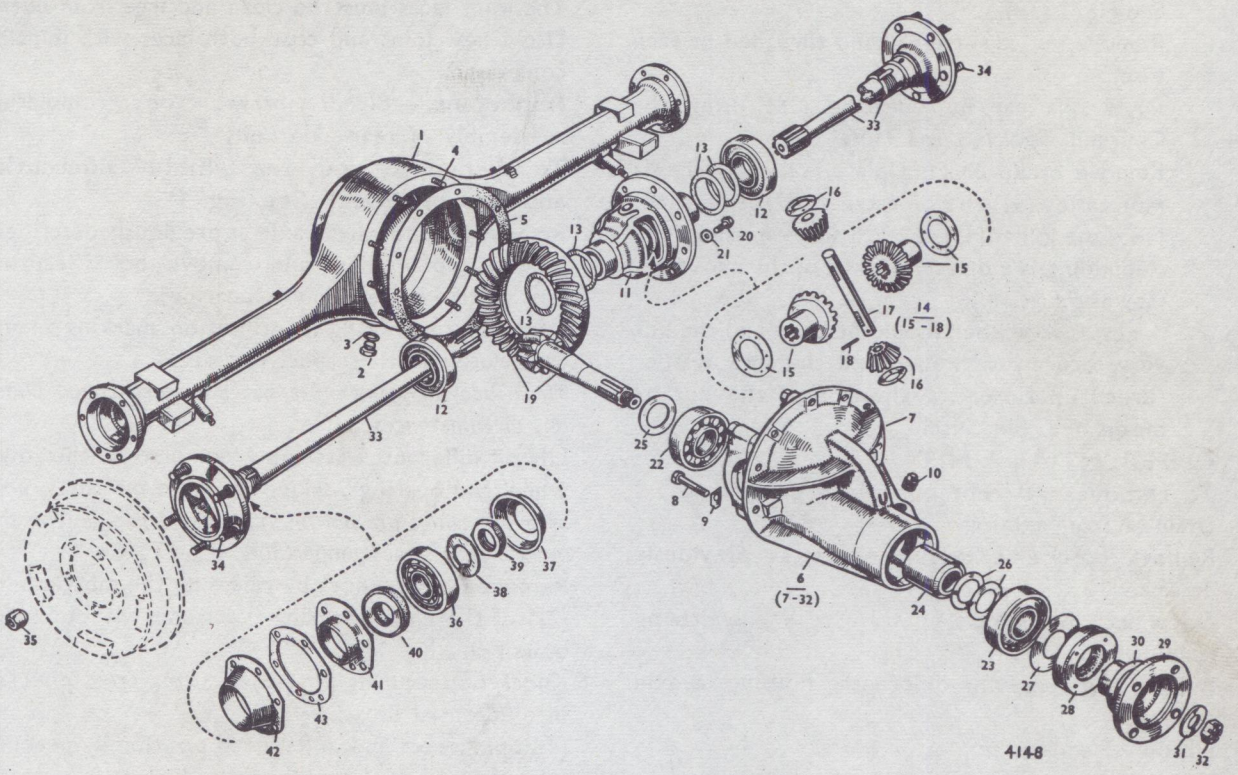

Fig. 1. *Exploded view of rear axle*
OIL SEALS (see Fig. 1)
To remove and refit (see Fig. 1)
Remove the oil deflector (37, Fig. 1), if this is not dislodged by the shaft.
To dismantle and reassemble (see Fig. 1)
Release the turned-up side of lock washer. See Fig. 1 (38).
Remove brake backing plate, oil seal (Fig. 1) (40), casing (41) and oil catcher (42) from shaft. Note the joints (43) on each side of casing (41).
To dismantle and reassemble Differential and Crown Wheel (See Fig. 1)
Remove crown wheel by releasing the tab washers (21) of the eight securing bolts and withdraw the bolts (20) (Fig. 1).
Tap out the bevel pinion, using a mallet to avoid damaging threads. The pinion shaft shims (26) (Fig. 1) and bearing spacer (24) which have become detached with the pinion shaft, should be removed.